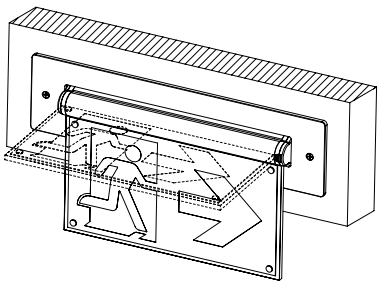

Fig. 16
2. For wall recessed mounting, the acrylic panel should be rotated 90° (see Fig.16).
2. Pour l'installation encastrée au mur, le panneau en acrylique doit être tourné de 90° (voir fig. 16).